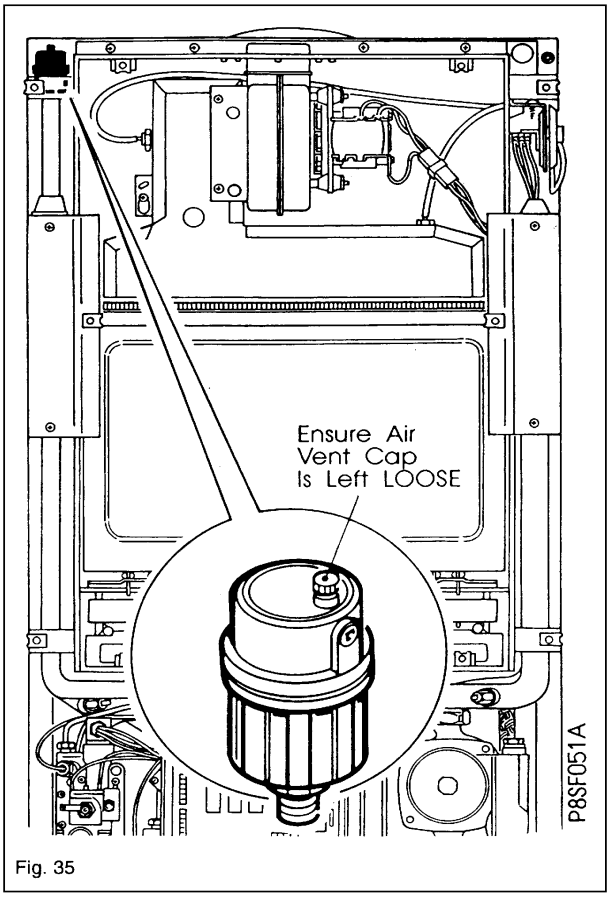

Fig. 35
6.28 Automatic Air Vent (Fig. 35)